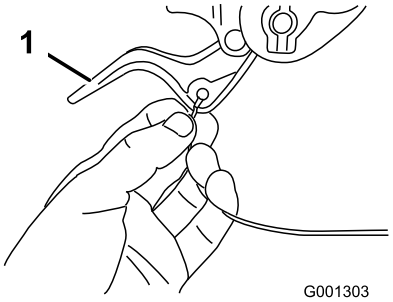

Рисунок 6
2. Пропустите левый или правый конец троса над нижней рукояткой и вставьте конец троса в отверстие соответствующего рычага муфты свободного хода (Рисунок 6).